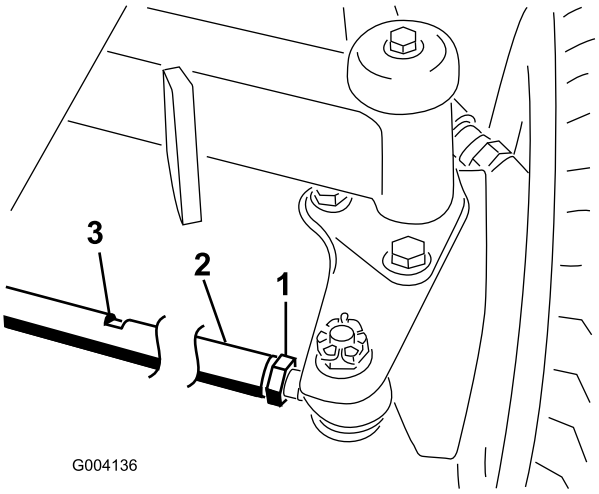

Figuur 65
2. Draai de contramoeren aan de uiteinden van de trommel van de tractiestang los (Figuur 65).